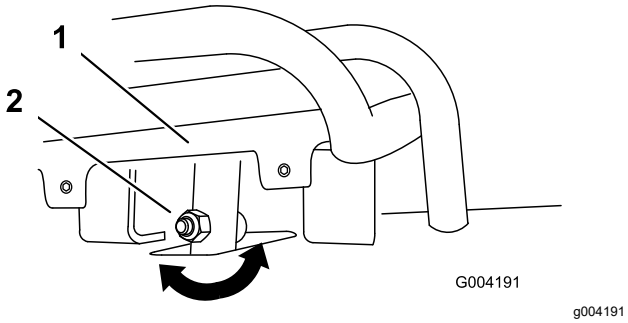
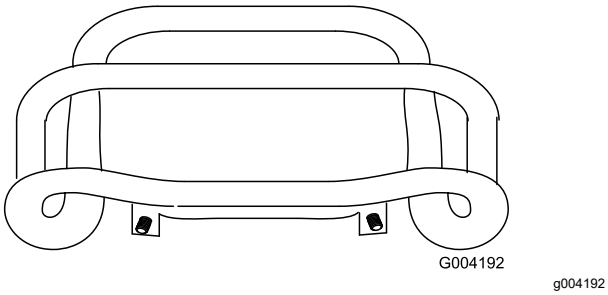

Figur 53
Figur 54
4. Om drivreglagets främre del inte ligger tätt intill och i rät vinkel mot referensstaven lossar du muttern och skruven på drivreglagets skaft (Figur 53).
5. Justera drivreglaget så att det ligger tätt intill mot referensstaven när det dras rakt bakåt (Figur 53 och Figur 54).
C. Lossa flänsmuttern och skruven på drivreglagets skaft (Figur 53).
I. Justera drivreglaget så att det ligger tätt intill mot referensstaven när det dras rakt bakåt (Figur 53 och Figur 54).